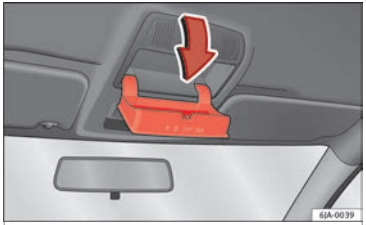

Fig. 73 Close-up of roof panel: storage compartment for eyeglasses.
– Press the compartment lid and it will drop down ››› **Fig. 73**.